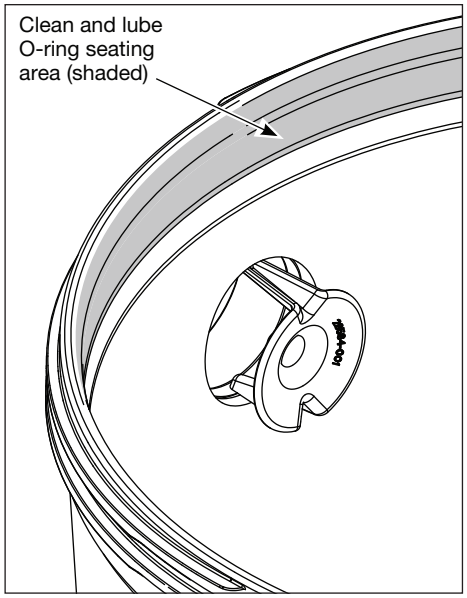

**Figure 6** - O-ring seating area
**3.** Clean the O-ring seating area on the inside of the base (Figure 6). Lightly lubricate with silicone based grease.